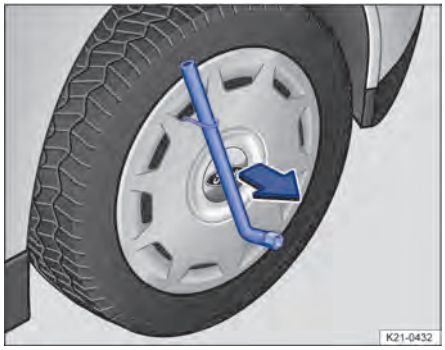

**Fig. 200** Desmontar el tapacubos integral.
3. Introduzca la llave de rueda por el gancho → fig. 200 y tire del tapacubos en el sentido de la flecha.